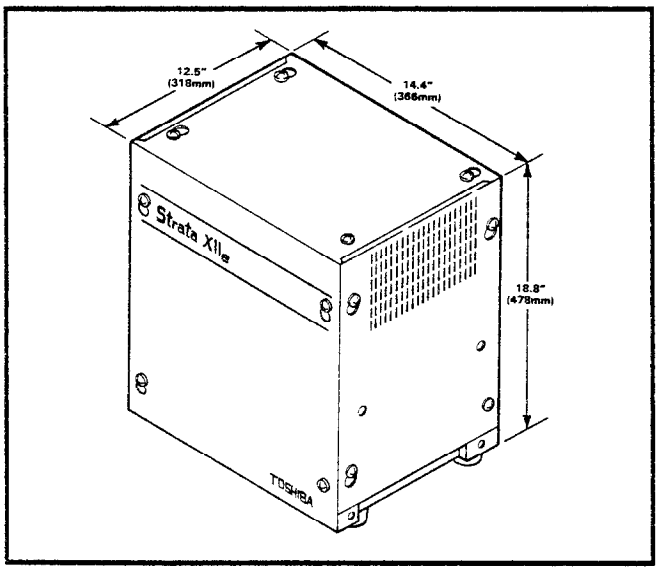

FIGURE 1 — ***Strata XII$_e$*** HKSU
02.01 Each ***Strata*** HKSU consists of a single metal cabinet (Figures 1 and 2) with the following dimensions: